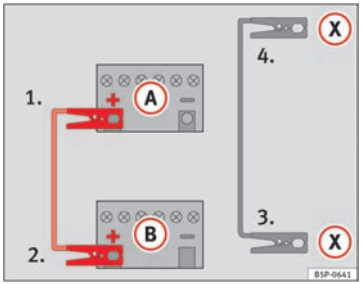

Fig. 215 Diagram of connections for vehicles with Start Stop system
– **For vehicles with Start-Stop system:** Connect one end of the *black* black jump lead (X) to a suitable ground terminal, a solid piece of metal in the engine block, or to the engine block ⇒ Fig. 215.
5. Connect the other end of the *black* jump lead (X) to a solid metal component bolted to the engine block or to the engine block itself of the vehicle with the flat battery. However, connect it to a point as far as possible from the battery (A).